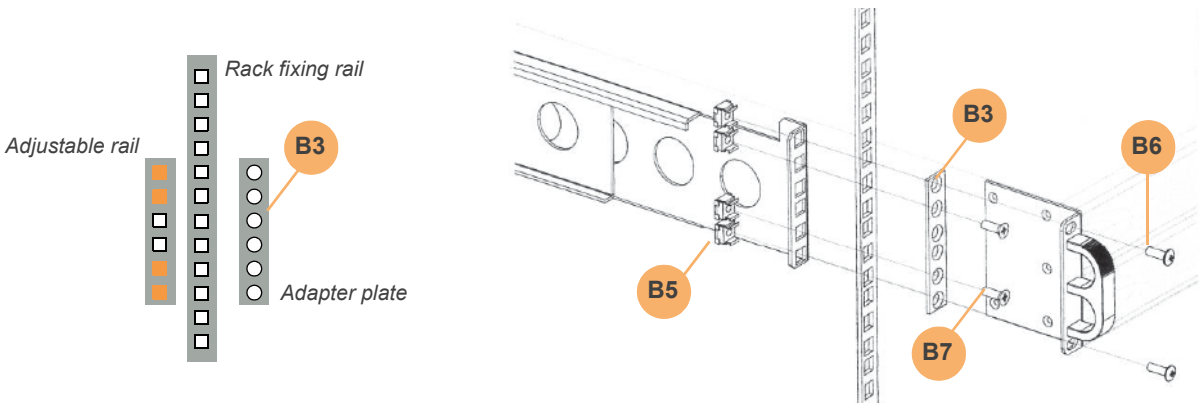

Figure 3.8 2U Adjustable rail front mounting
7. Secure the adjustable mounting rail to the rack's front vertical fixing rail using two countersunk bolts (B7) and adapter plate (B3) *(see Figure 3.8).*
9. When both mounting rails are fitted, carefully insert the UPS / Battery enclosure into the rack so that it rests correctly on the rails. Then secure it in place using the four dome head bolts (B6) as shown in Figure 3.8.